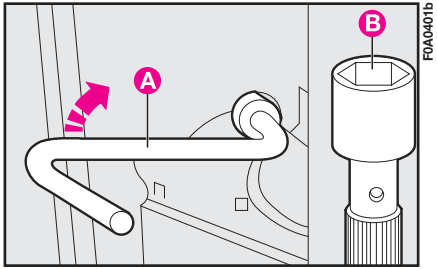
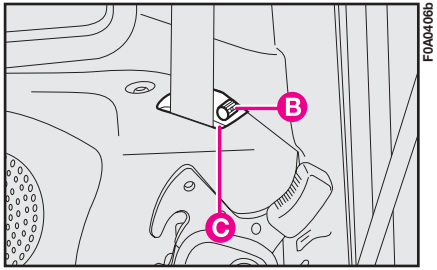

fig. 28
fig. 28a
2) Insérer la clé dont le véhicule est doté **A-fig. 28** (utilisée aussi pour le démontage de la roue) sur le boulon de fixation du groupe optique.
3) Après avoir lâché les boulons, dévisser les écrous de fixation du groupe optique à l'aide de la rallonge **B-fig. 28** fournie avec le véhicule.
Pour la version sept places, dévisser le boulon de fixation du groupe optique en utilisant la rallonge **B-fig. 28** insérée sur le boulon même par la boutonnière **C-fig. 28a**.